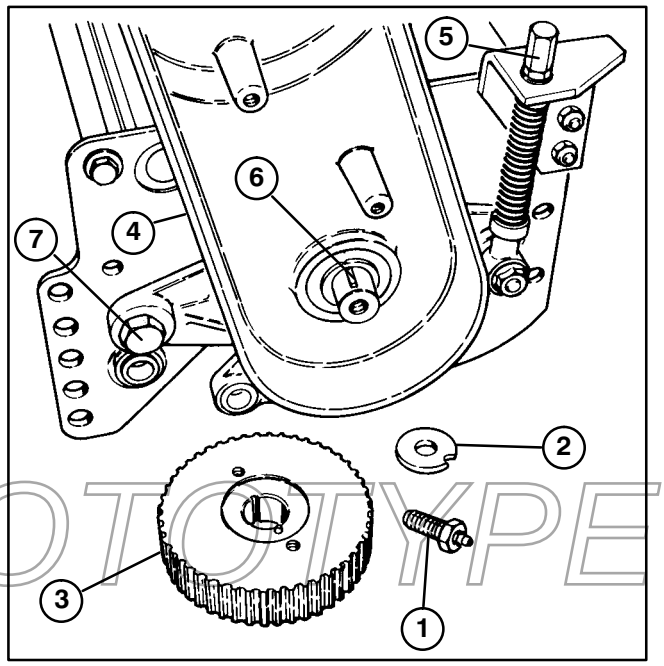

Figure 30
6. Remove the reel capscrew, toothed washer and pulley washer from the reel shaft (Fig. 30).
7. Using a puller, remove the driven pulley from the reel shaft (Fig. 30). Remove the woodruff key from the reel shaft.
8. Remove the adjustment assembly and cone nut, belleville washer and shoulder bolt securing the housing to the sideplate (Fig. 30). Remove the housing.
2. Assemble the outer seal (lip facing in to retain grease) into the drive housing using Loctite 242 retaining compound on the outer diameter. Apply a light coat of oil to the seal lips and insert the bearing assembly through the seal from the opposite side (Fig 30).